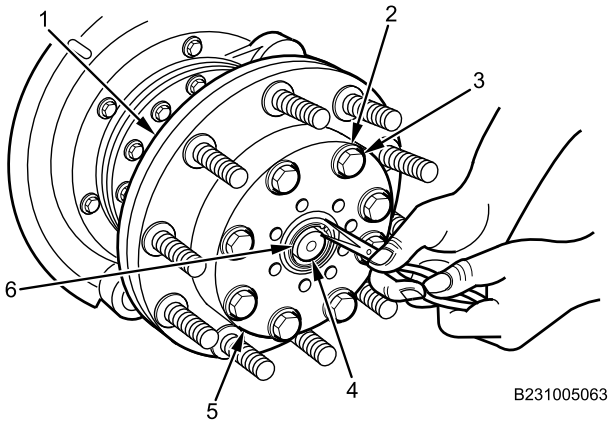

Figure 18. Snapring Installation.
15. Apply wheel bearing grease to axle shaft (Figure 18, Item 4) and inside splines of drive flange (Figure 18, Item 5).
16. Install drive flange (Figure 18, Item 5) onto hub (Figure 18, Item 1) with eight bolts (Figure 18, Item 3) and washers (Figure 18, Item 2). Torque drive flange bolts to 180-230 lb-ft (244-312 N•m).
17. Install new snapring (Figure 18, Item 6) onto end of axle shaft (Figure 18, Item 4).